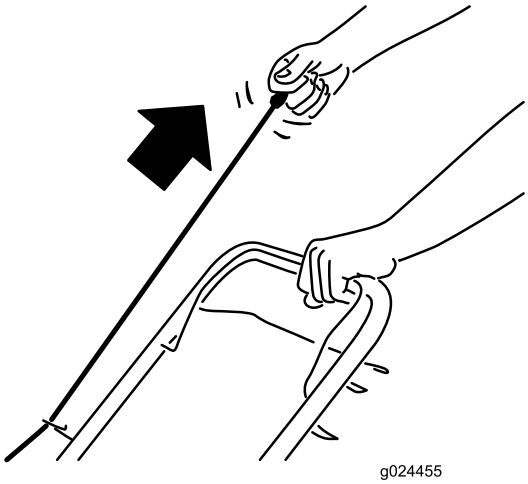

Figur 13
2. Dra lätt i startsnörehandtaget (Figur 13) tills du känner motstånd. Dra sedan kraftigt och låt det sakta gå tillbaka till styrningen på handtaget.